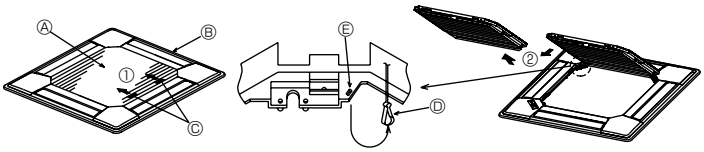
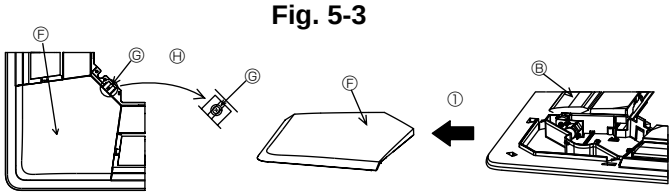

Fig. 5-3
Fig. 5-4
5.2.1. Удаление воздухозаборной решетки (Fig. 5-3)
- Сдвиньте рычаги в направлении, обозначенном стрелкой ①, чтобы открыть воздухозаборную решетку.
- Пока воздухозаборная решетка находится в “открытом” положении, удалите стержень воздухозаборной решетки с вентиляционной решетки в направлении стрелки ②.
5.2.2. Удаление угловой панели (Fig. 5-4)
- Удалите винт из угла угловой панели. Для удаления угловой панели сдвиньте угловую панель в направлении стрелки ①.
[Fig.5-3, 5-4]